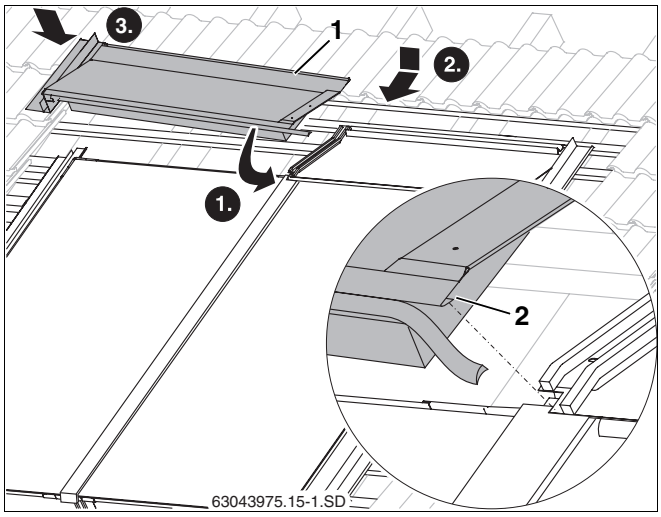

Abb. 56 Oberes linkes Abdeckblech
- Weitere obere Abdeckbleche mit den Blechfalz (Abb. 56, **Pos. 2**) in das montierte Abdeckblech einfädeln und dann an den Kollektor heranschieben.
- Das linke obere Abdeckblech (Abb. 56, **Pos. 1**) in das linke seitliche Abdeckblech einführen.